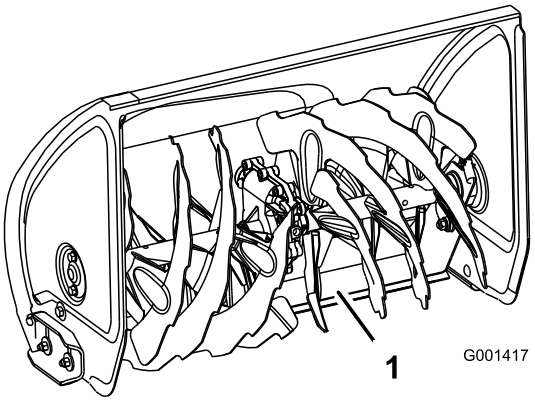

**Figur 43**
4. Tryck ned handtagen så att svängskrapan kan röra sig fritt framåt, och sätt sedan ned snöslungans främre del så att svängskrapans framdel nuddar marken (Figur 43).